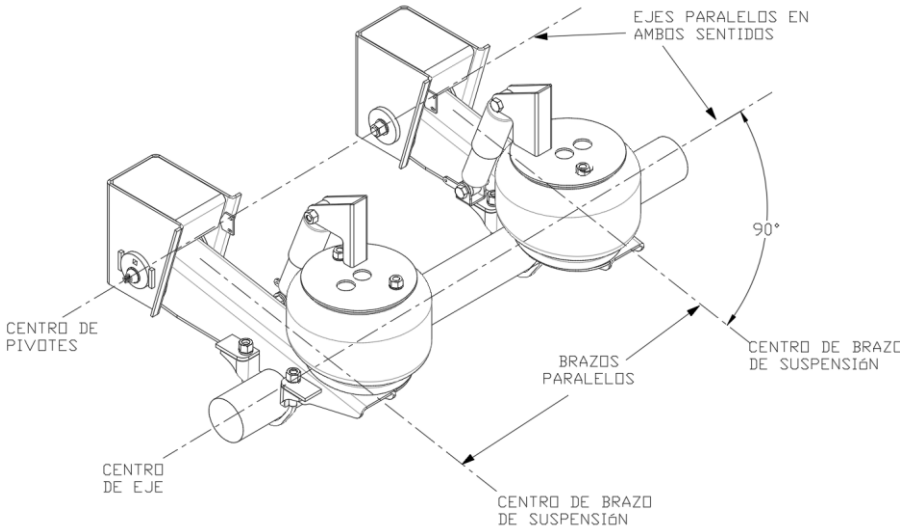

Figura 2. Posición de los componentes de la suspensión
- El centro del eje rígido debe ser paralelo al eje de los pivotes (Figura 2)
- Los brazos deben ser paralelos entre sí, presentando un máximo de 1/8" de desfasamiento (Figura 2)
- El eje debe ser perpendicular a ambos brazos (Figura 2)